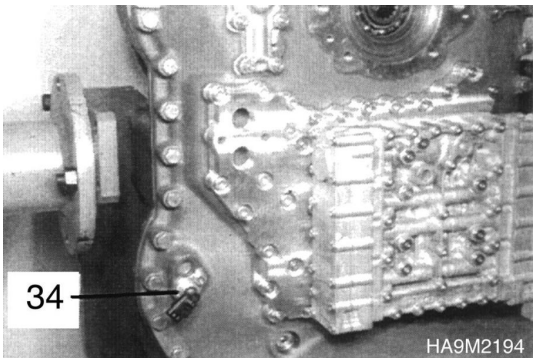
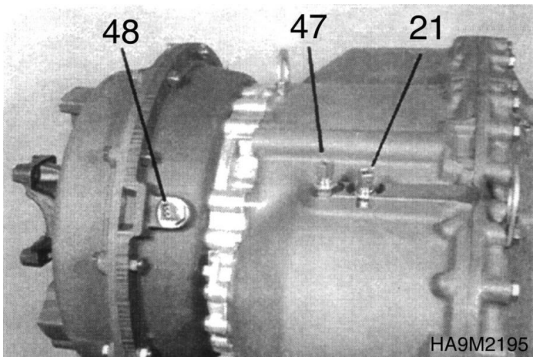

Figure 300
Figure 301
1. The Figure 300 and Figure 301 show the installation position of single inductive transmitters and the speed sensor.